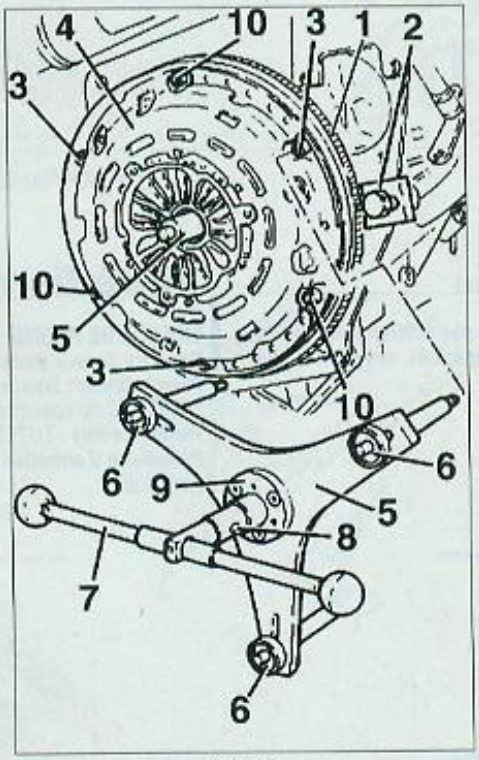

FIG. 2
- Extracteur-Centreur [5] pour le démontage et remontage du disque d'embrayage (ref. Alfa : 1871003100) (Fig.2).
• Bloquer le volant moteur (1) à l'aide de l'outil [2] (Fig.2).
• Déposer 3 vis de fixation (3) du mécanisme d'embrayage (4).